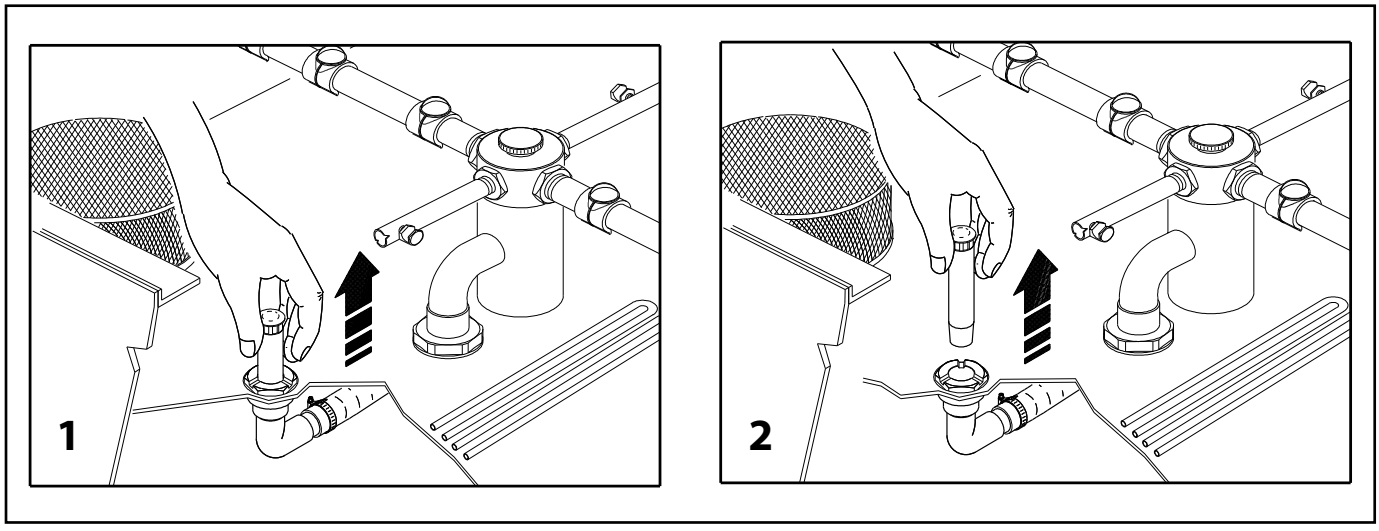

Рис. 16
1. выключите машину (ГЛАВНЫМ ВЫКЛЮЧАТЕЛЕМ (2), см. п. 4.6) и отсоедините её от электрической сети
2. снимите переливной шланг (рис. 16)